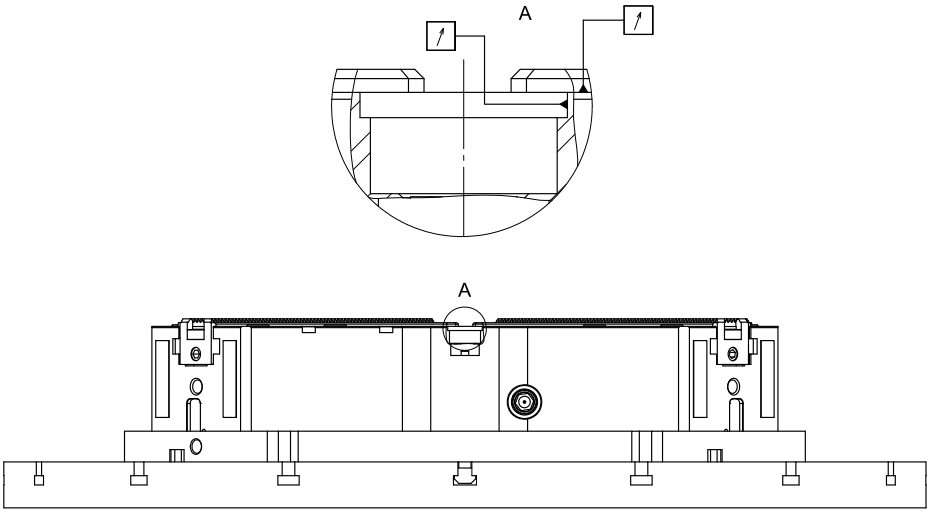

Fig. 3-4: Checking concentricity and axial run-out of the chuck
Step 12 Once again check the concentricity and the axial run-out of the base plate. Allowed is 0.05 mm. For this remove the threaded insert (3). The measurement is taken from the clearance hole above the thread and from the plane surface around it(see Fig. 3-4).
Step 13 Cover the boreholes of the outer fastening screws (2) with the caps (1)